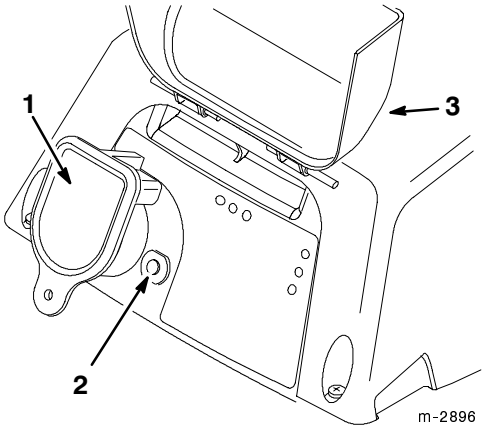

Figure 16
The lawn mower only operates when key is fully seated in the plug receptacle (Fig. 16). To prevent accidental starting or unauthorized use of the lawn mower, always remove the key from the plug receptacle when leaving the lawn mower unattended. The key has a tab with a hole in it to allow the key to hang from a nail, out of the reach of children. **Read the warning label on the key.**
2. Lift the rain shield and insert the key fully into the plug receptacle (Fig. 16).
2. Wait 30 to 60 seconds before pushing in the circuit breaker button (Fig. 16).